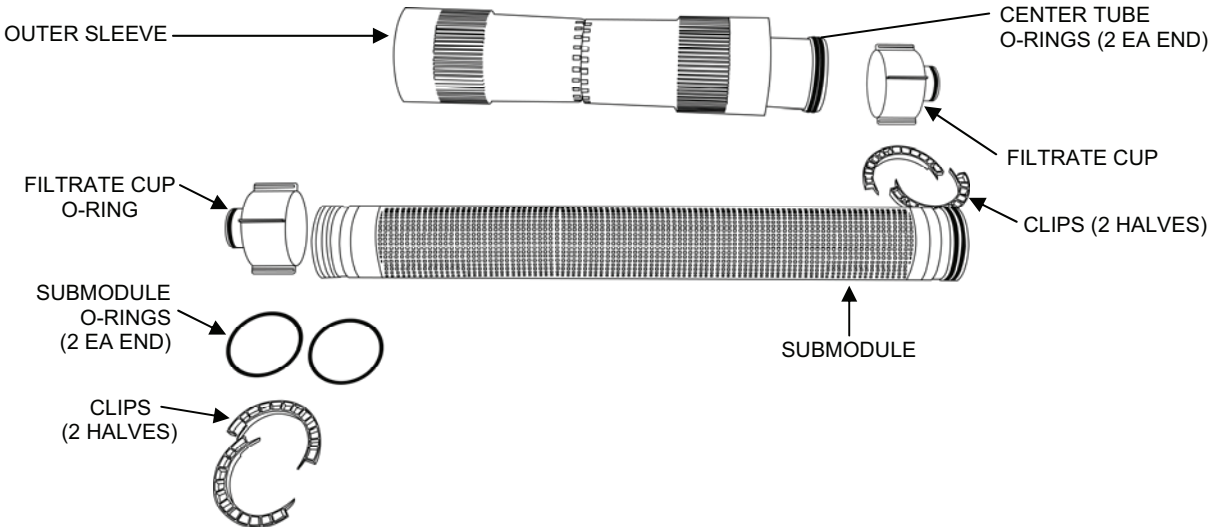

Figure 3. MF Submodule Components.
2. Disassemble the submodule as follows (Figure 3):
4. Replace the submodule as follows (Figure 3):